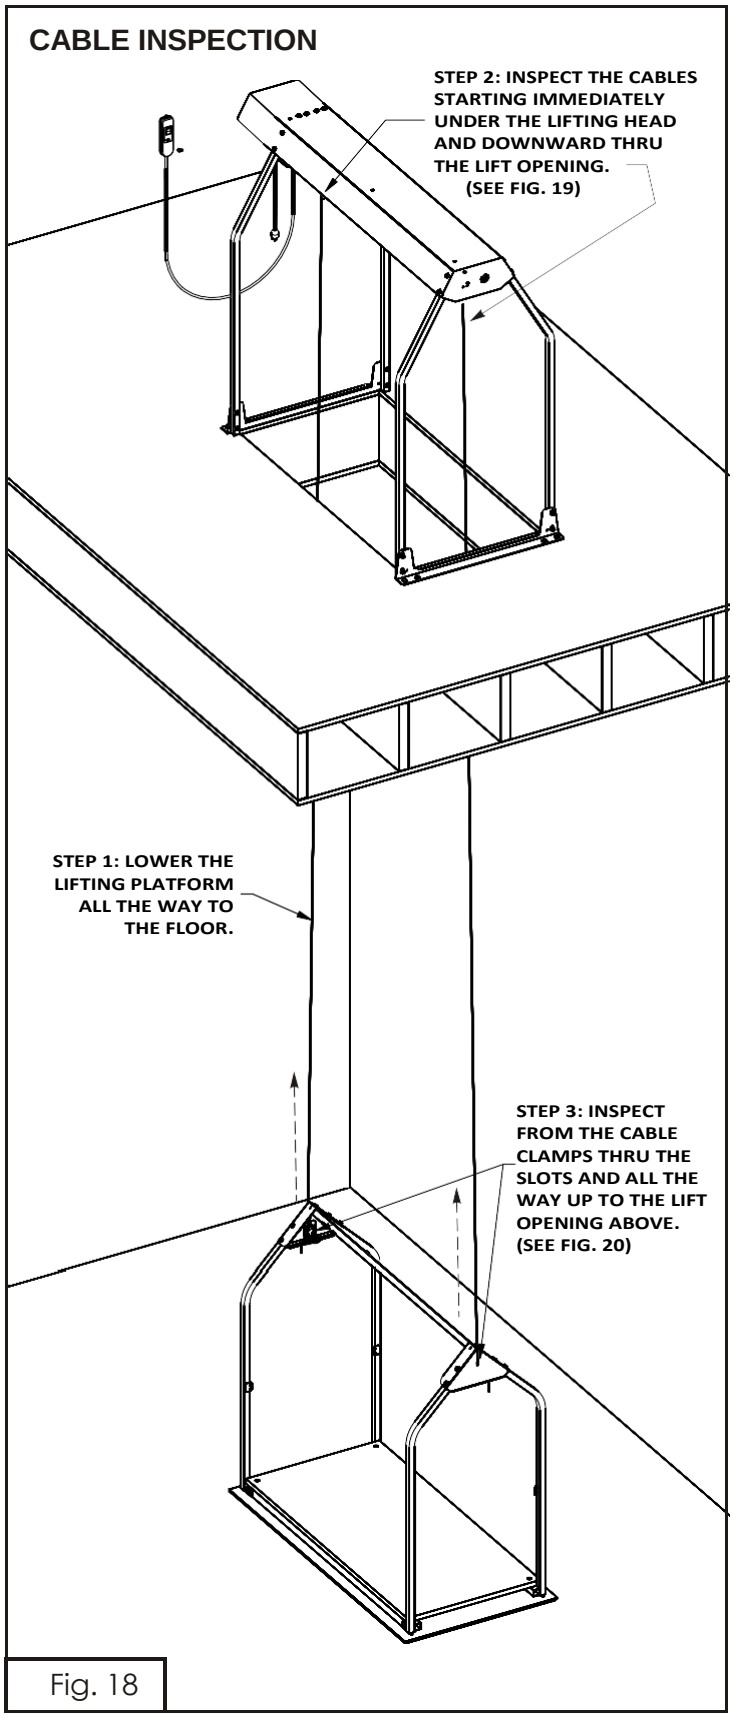
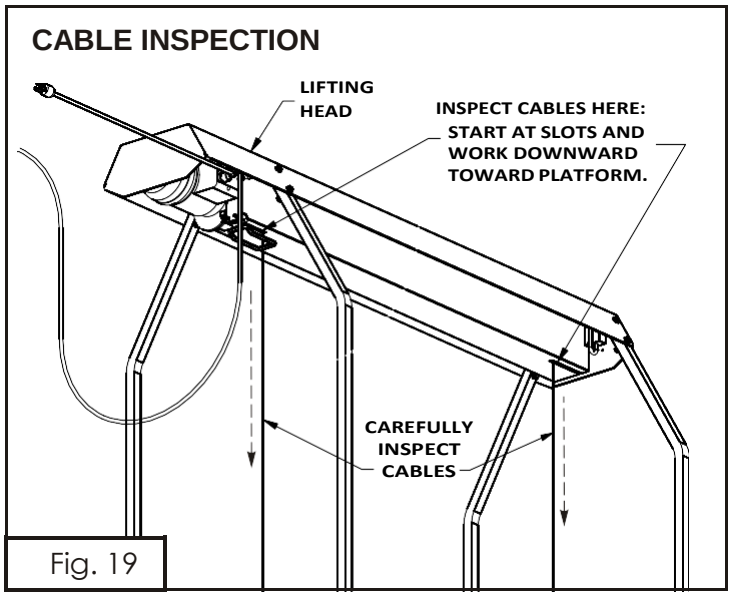
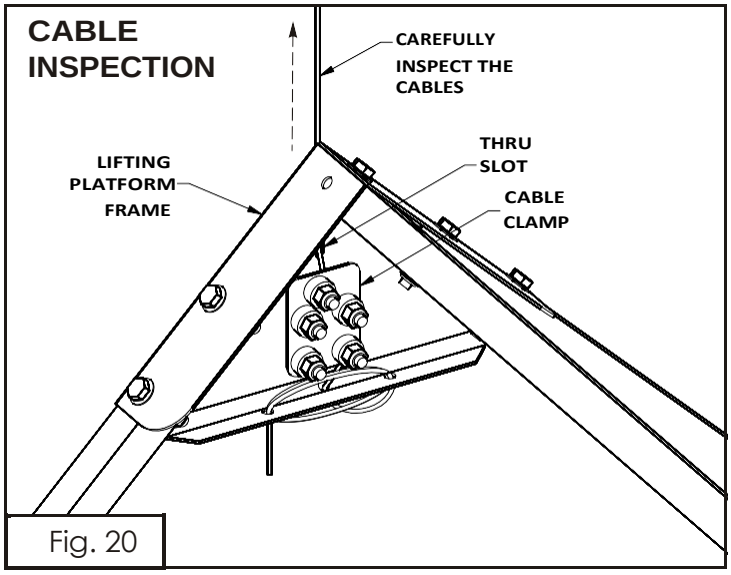

Fig. 18
Fig. 19
Fig. 20
12.2. Inspect the cables for wear before each use: Lower the lifting platform all the way to the floor (Fig. 18) by following the Operating Procedures on page 9. Carefully inspect the cables for any frayed or broken filaments, kinks or knots. Start by looking immediately under the lifting head where the cables exit the slots in the bottom of the head (Fig. 19). With your eyes only, inspect the cables as far down toward the platform as you can see (do not lean into the opening). Go downstairs and inspect the cable from the bottom, starting from the cable clamps inside the platform frame, (Fig. 20) through the slots in the corner of the frame and then up the cables toward the lifting head as far as you can see. If you should observe any frayed or broken filaments, kinks or knots, or other damage, immediately stop using the lift and call your 405-516-2412 to arrange replacement of the cables. **Warning: It is dangerous to operate the lift with any damaged or worn cables!**
Lower the platform to inspect the cables from the underside of the lifting head (Fig. 19) all the way down through the slot in the lifting platform frame (Fig. 20).